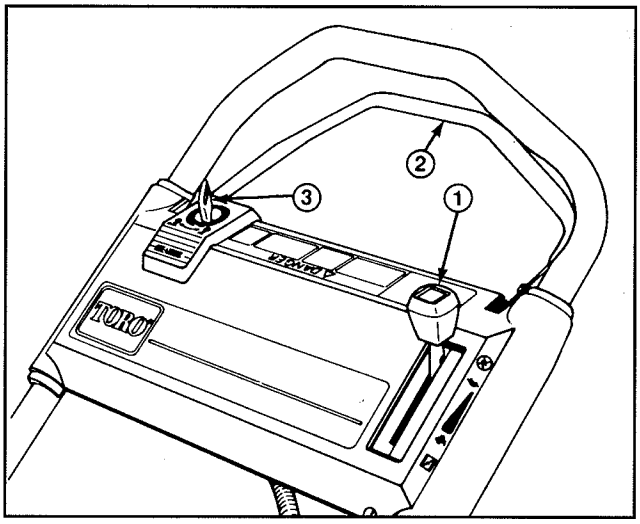
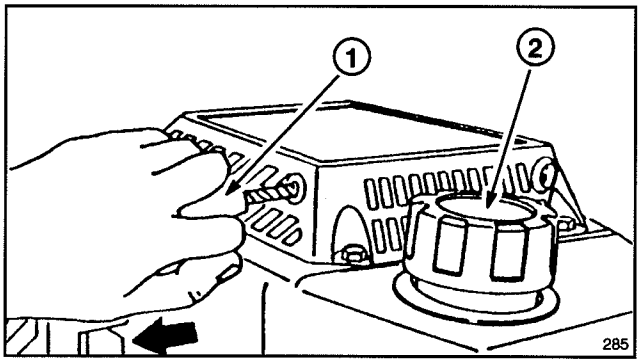
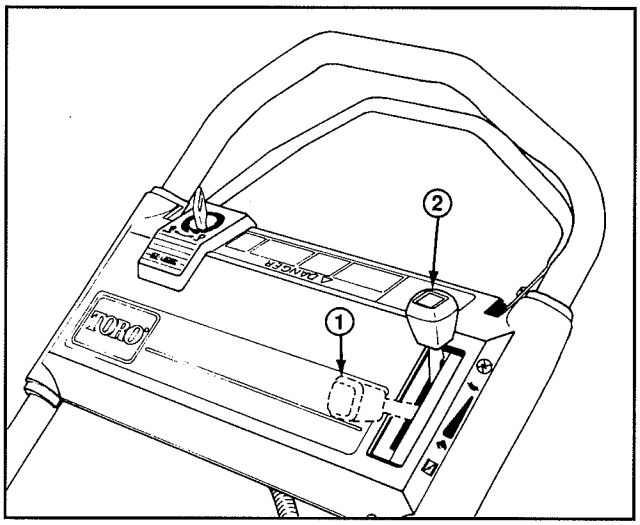

Figure 8
Figure 9
Figure 10
1. Nettoyer le pourtour du bouchon d'essence et le retirer (fig. 9). Remplir d'essence sans plomb jusqu'à 6 ou 13 mm (1/4 ou 1/2 pouce) du haut du réservoir.
COMMANDES—Le contact du démarreur (modèle à démarrage par clé de contact), la manette des gaz et celle du système de traction se trouvent sur le guidon supérieur (fig. 8). Le démarreur à corde se trouve sur le dessus du moteur (fig. 9).
2. DÉMARRAGE ÉLECTRIQUE—Pousser le levier des gaz en position CHOKE (starter) (fig. 10). Tourner la clé en position START et la relâcher une fois que le moteur a démarré. Une fois que le moteur tourne, placer la manette des gaz en position FAST (rapide) 🐇 ou régler à la vitesse désirée. Si la charge de la batterie est insuffisante pour lancer le moteur, utiliser le démarreur à corde.
3. DÉMARRAGE MANUEL—Pousser le levier des gaz en position CHOKE (starter) (fig. 10). Tirer la corde du lanceur du moteur (fig. 9) jusqu'à ce qu'elle ne présente plus de mou. Puis, tirer vigoureusement pour lancer le moteur. Une fois que le moteur tourne, placer la manette des gaz en position FAST (rapide) 🐇 ou régler à la vitesse désirée.
4. ARRÊT (fig. 10)—Pour arrêter le moteur, ramener la manette des gaz en position ENGINE OFF (moteur coupé). Débrancher le fil de bougie si la tondeuse ne va plus être utilisée ou est laissée sans surveillance.